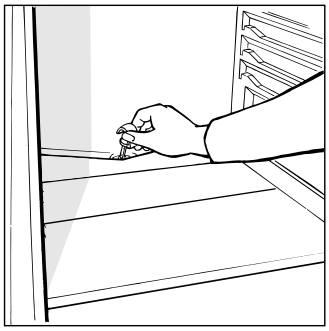

Fig. 4
Questo apparecchio ha lo sbrinamento automatico e l'acqua viene convogliata verso la parte posteriore da un apposito scarico (Fig. 4) dove il calore prodotto dal compressore la fa evaporare. L'unico intervento che dovete fare periodicamente consiste nel pulire il foro di scarico che si trova dietro le verduriere affinché l'acqua passi regolarmente.
- il foro dello scarico dell'acqua di sbrinamento è otturato (vedi fig. 4).